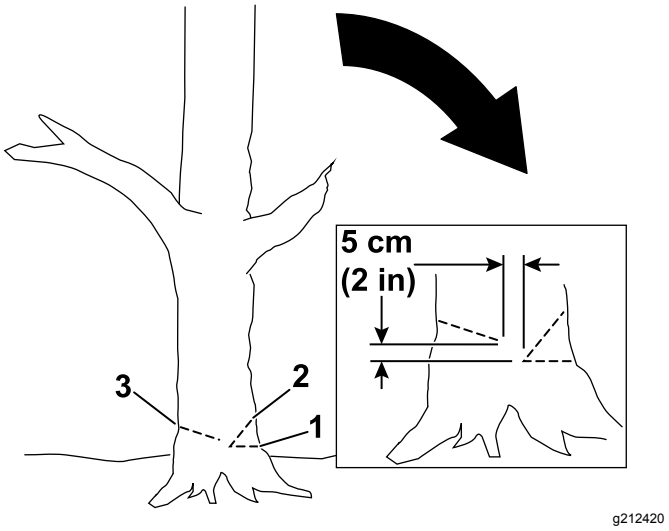

Figure 15
4. Make the first cut a third of the way through the tree diameter on the side where you want the tree to fall (Figure 15).
5. Make a second cut to form a notch, starting the cut at least 5 cm (2 inches) above and away from the first cut (Figure 15).
6. Make the back cut from the opposite side of the notch and about 5 cm (2 inches) higher than the bottom of the notch as shown in Figure 15.
Important: **Important: Stop the third cut 2.5 to 5.0 cm (1 to 2 inches) from the notch to form a hinge between the cuts (Figure 15), which keeps the tree from falling in the wrong direction or twisting as it falls.**
Note: As the back cut nears the hinge (Figure 15), the tree should begin to fall.